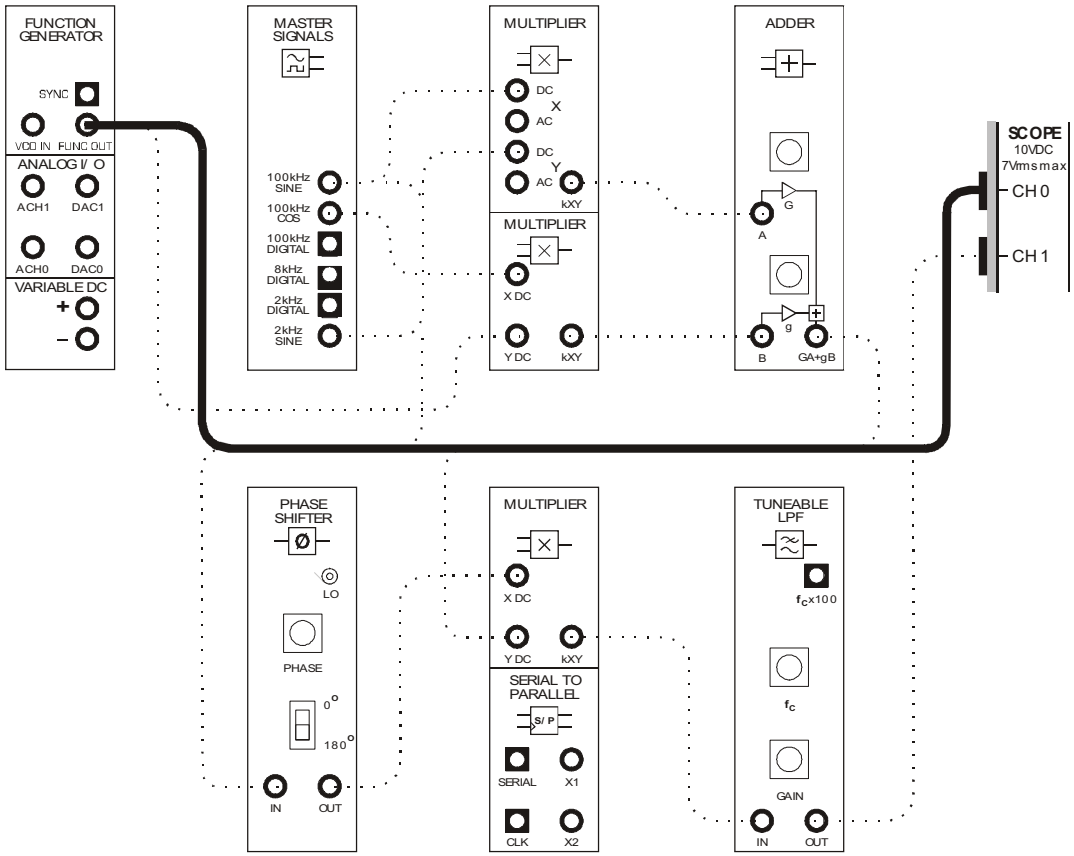

Figure 11
42. Modify the scope's Channel 0 connection to set-up as shown in Figure 11 below.